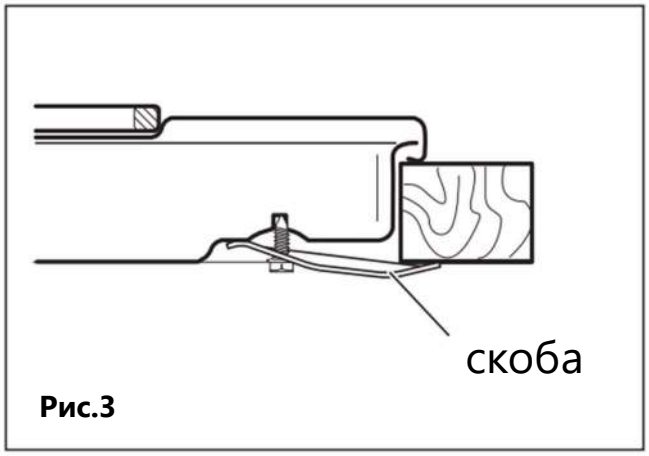
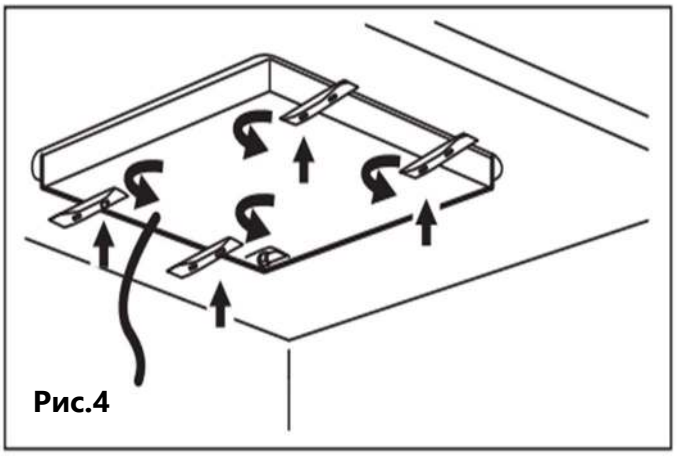
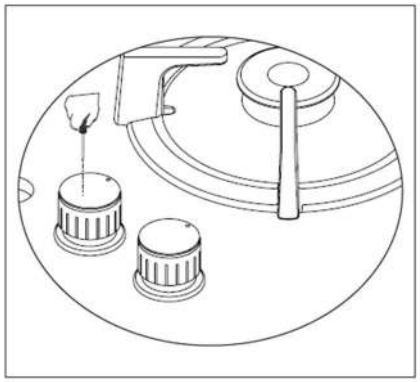
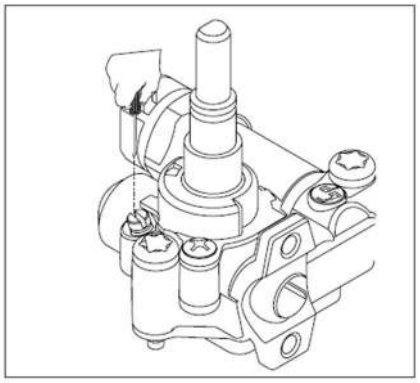

Рис.3
Рис.4
Рис. 4
Рис. 5
6. Закрепите варочную поверхность на столешнице при помощи скоб и шурупов, поставляемых в комплекте (рис.3 и рис.4).
8. Если прибор устанавливается в непосредственной близости от стены, минимальное расстояние между стеной и прибором должно составлять 50 мм (рис.5).
3. Выкрутите жиклер (Рис. 3) и замените на подходящий. Снимите ручку управления, соответствующую данной конфорке (Рис. 4), отрегулируйте положение регулировочного винта, который находится в центре газового крана (Рис. 5). Используйте отвертку подходящего размера.